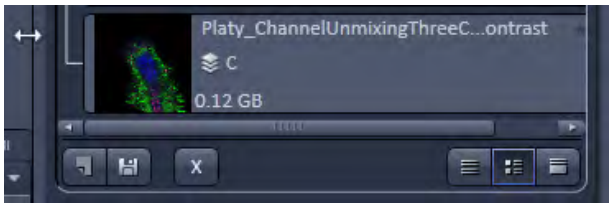

Fig. 768 Enlarging the image view
– In case long filenames are used the whole section can be dragged to the left and thereby enlarged (Fig. 768).